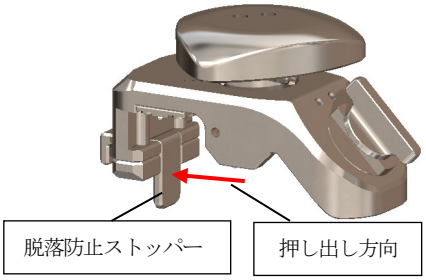

図 1-2
(1)-2 脱落防止ストッパーを外側へ押し出してください。(図 1-2)